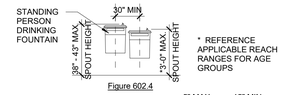

Figure 602.4
TAS SECTION 602.4 - SPOUT HEIGHT (REFERENCE FIGURE 602.4 FOR ACCESSIBLE UNIT)
A. Spout outlets of drinking fountains for standing persons shall be 38" minimum and 43" maximum above the finish floor or ground. (Fig. 602.4)